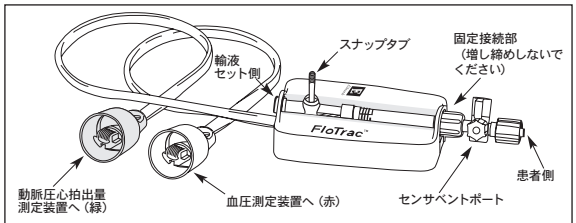

図1　センサ本体（デュアルトランスデューサ）
本品のセンサ本体部分の形状は図1の通りです。
** (3)各接続部が締め過ぎではなく、しかし確実に締まっていることを確認します。センサ本体の固定接続部（図1）については、増し締めしないでください。